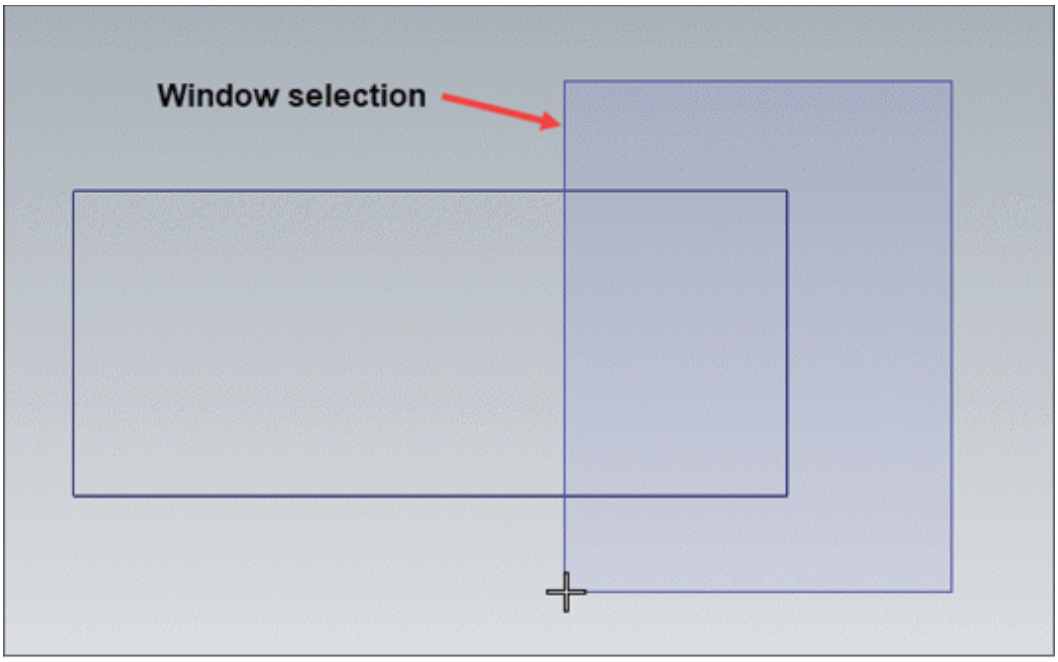

Figure-12. Selecting section of wireframe entities
- Select the side of wireframe entity to be stretched using windows selection; refer to Figure-12.